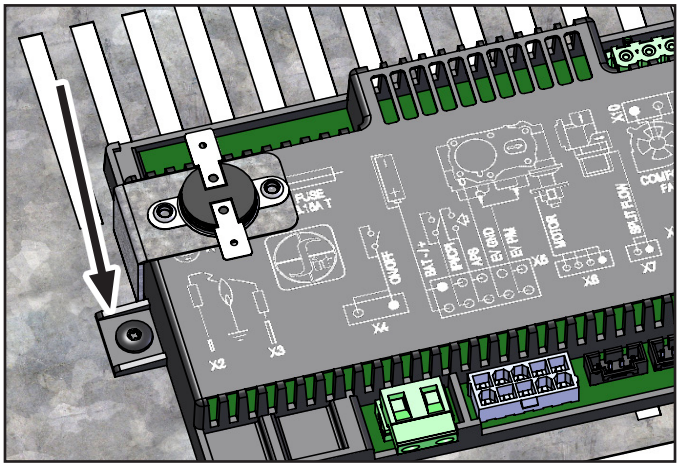

Figure 9. Hi-Limit Switch - Correct Placement
Step 2: Using a T20 screwdriver, loosen the left mounting screw of the IFC and slide the Hi-Limit Switch Bracket onto the IFC as shown. Next, retighten the left mounting screw (see Figure 9).
Note: Placement of the Hi-Limit switch is not arbitrary and must be correct for proper operation. When correctly installed, the bracket should contact both the mount flange and left side of the IFC (Figure 9).